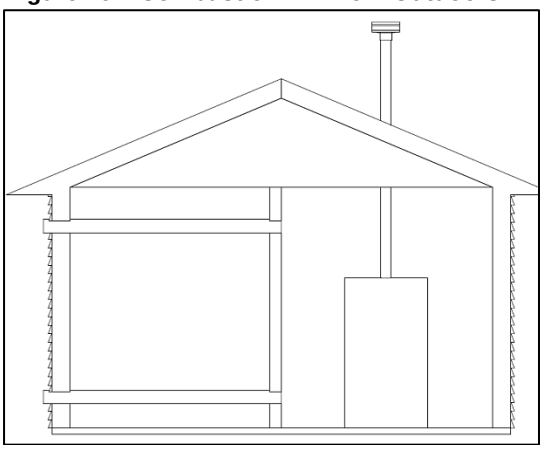

Figure 17 – Combustion Air Through Ductwork
2. If combustion and ventilation air is taken from the outdoors using a duct to deliver the air to the mechanical room, each of the two openings should be sized based on a minimum free area of one square inch per 2000 BTU/hr input. See Figure 17.